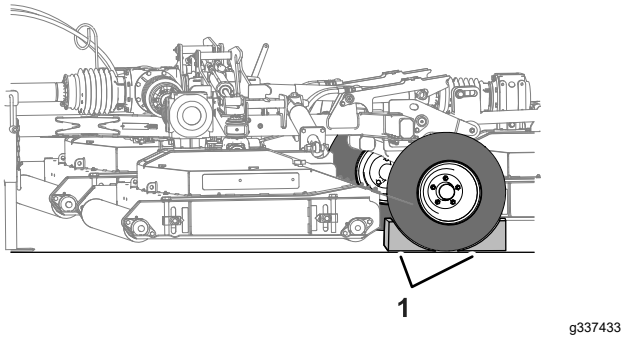

Figuur 24
7. Controleer beide banden van de maaier (Figuur 24).